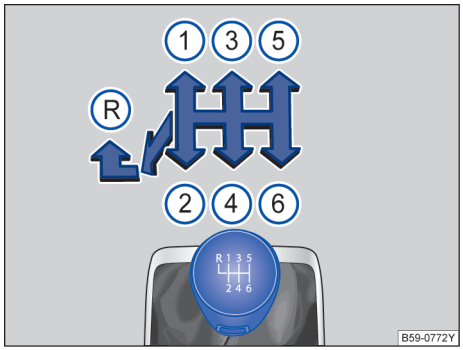

图 124 6 挡手动变速箱挡位示意图
– 停顿数秒钟后下压换挡杆，然后往左推到底，再将换挡杆向前推至换挡手柄上所示的倒挡位置→ 图 124 Ⓡ。